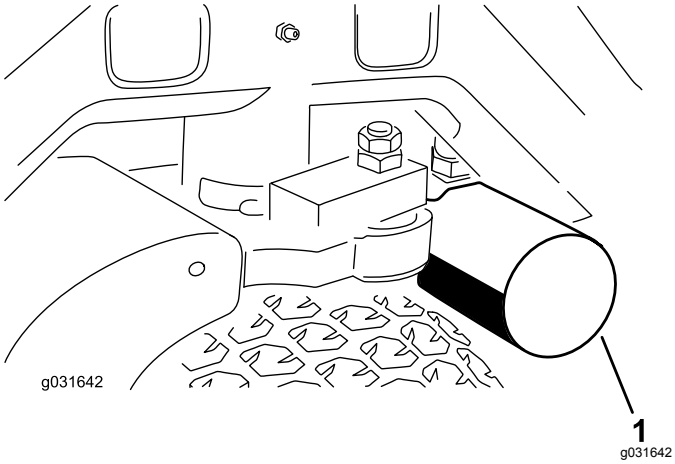
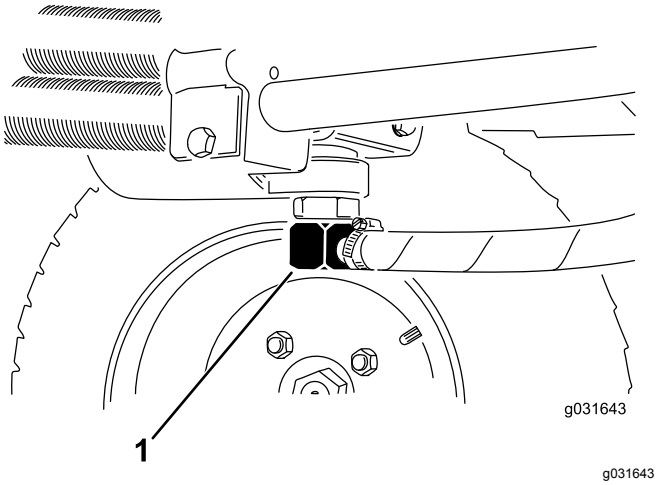

图 65
图 66
3. 清洁滤芯安装区周围的区域在滤芯下面放置一个放油盘然后拆下滤芯图 65。
2. 断开液压管线与油箱的连接或卸掉液压油滤芯让液压油流入放油盘图 65 和图 66。
3. 液压油停止排出时安装液压管线图 66。